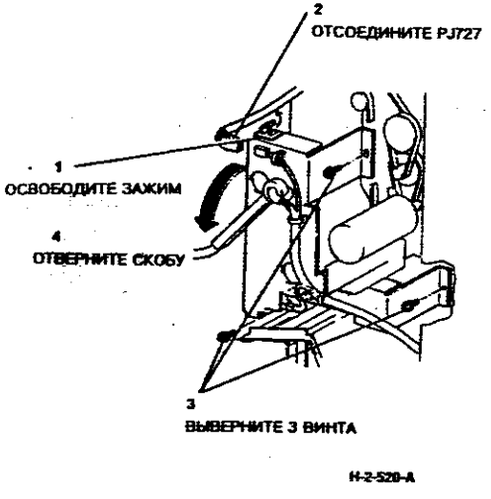

**Рисунок 1. Смещение скобы крепления сортера-степлера**
2. (Рисунок 1) Сдвиньте скобу крепления сортера-степлера к аппарату.